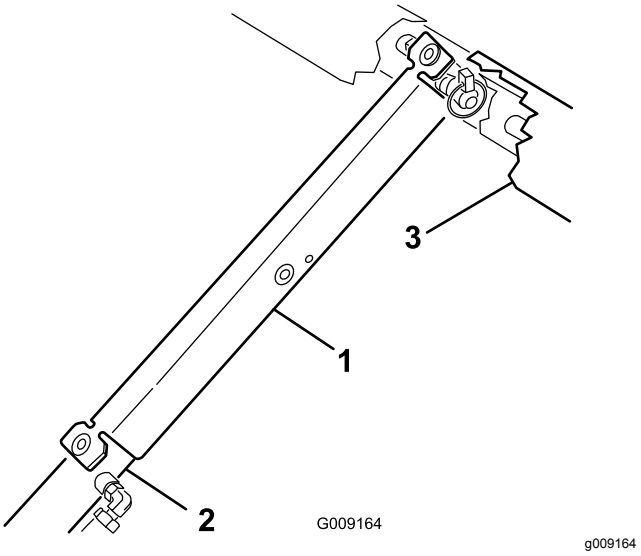

Figur 15
10. Skub ladstøtten ned over cylinderstangen, og sørg for, at tapperne på støtteenden hviler på enden af cylinderløbet og cylinderstangenden (Figur 15).